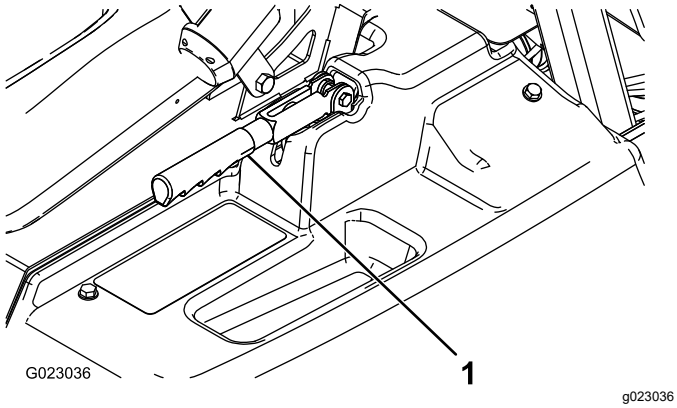

Figur 54
2. Lossa ställskruven som fäster ratten på parkeringsbromsspaken (Figur 54).